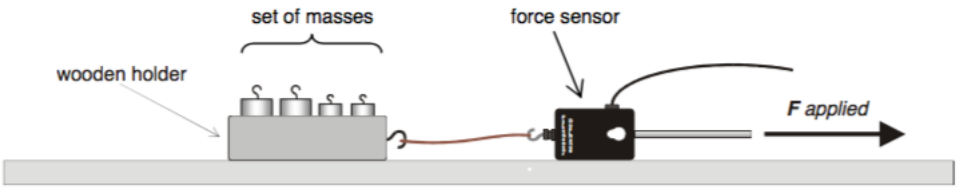

Figure 3: A wooden block + masses pulled with the force sensor
9. Gently pull the force sensor with a horizontal force *F* as shown in Figure 3. Increase ***F*** slowly and steadily until the wooden holder begins to slide. At this point, you may have to decrease ***F*** so that the holder maintains a uniform velocity.